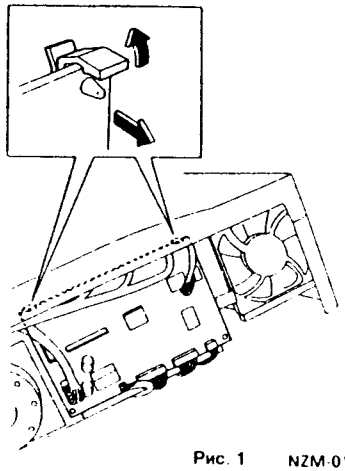

Рис. 1 NZM-0141
7. (Рис. 1): Снимите главную PWB.